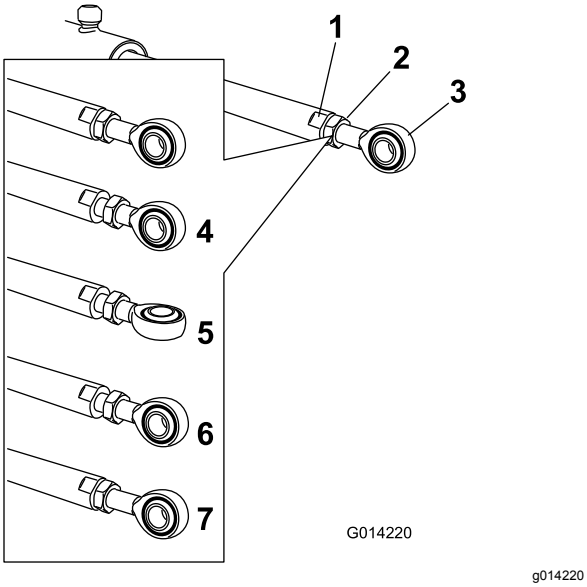

**Rysunek 14**
5. Przytrzymaj trzpień siłownika kluczem za płaskie ścięcia, a następnie poluzuj nakrętkę zabezpieczającą, aby umożliwić regulację wysunięcia końcówki tłoczyska z uchem (Rysunek 14).
6. Przekręć pręt z uchem względem tłoczyska siłownika, aby skrócić albo wydłużyć siłownik na pożądaną długość (Rysunek 14).